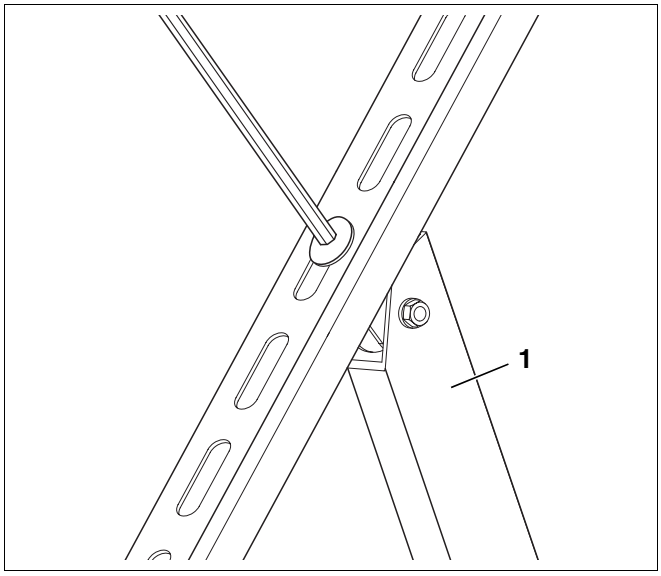
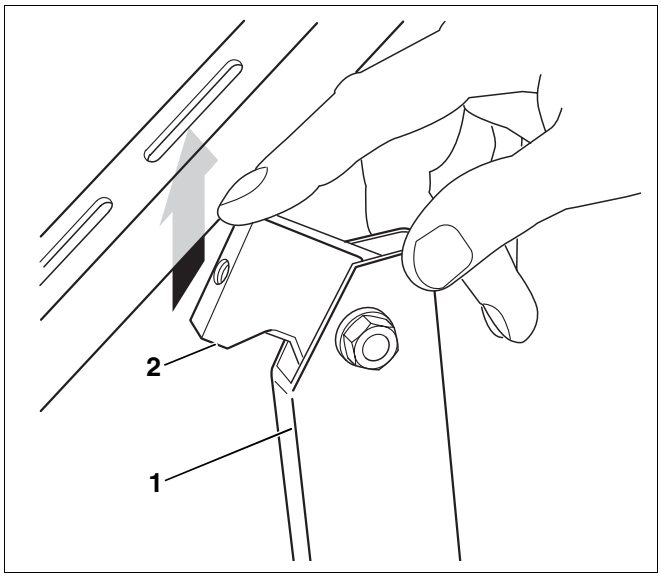

Afb. 14 Steunen van de collectorsteun afschroeven
Afb. 15 Steunen in de nieuwe positie van de lange bevestigingsopening plaatsen
- Demonteer de steunen (afb. 14, **pos. 1**) met het bovenste deel (afb. 15, **pos. 2**) met behulp van de schroeven met bolle kop van de collectorsteun.
- Plaats de steunen (afb. 15, **pos. 1**) in de nieuwe positie van de lange bevestigingsopening.